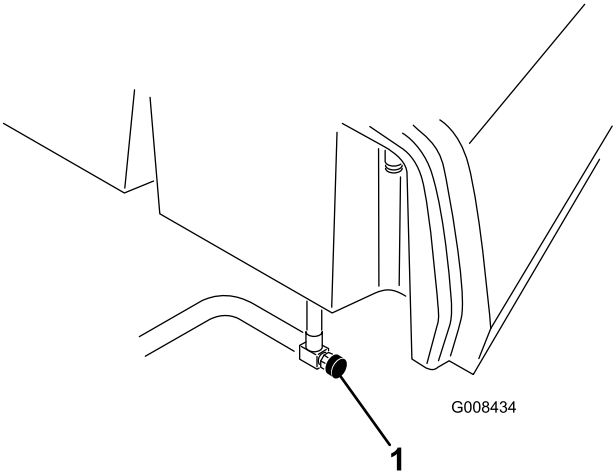

Figur 40
1. Lukk igjen drivstoffventilen på drivstofftanken (Figur 40).